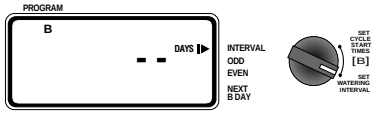

FIGURE 7: Program B Setup for Fixed Schedule
- Turn the rotary selector to **SET WATERING INTERVAL.** The cursor will blink to the right of the word **INTERVAL. [Note Figure 7.]**